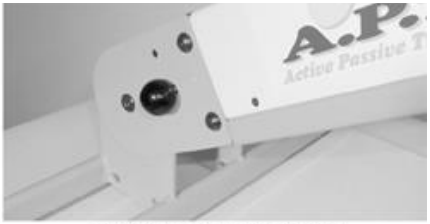

Figure 6 - angle release knob
Step 2: Loosen the angle-securing knob (Figure 5-1) and adjust the ***APT-1*** to the required angle. To increase the angle, lift the body of the ***APT-1***, allow it to “click” into one of the operating positions and retighten the securing knob. To decrease the angle, pull the angle release knob (Figure 6), lower the body of the ***APT-1***, allow it to “click” into another operating position and tighten the securing knob.